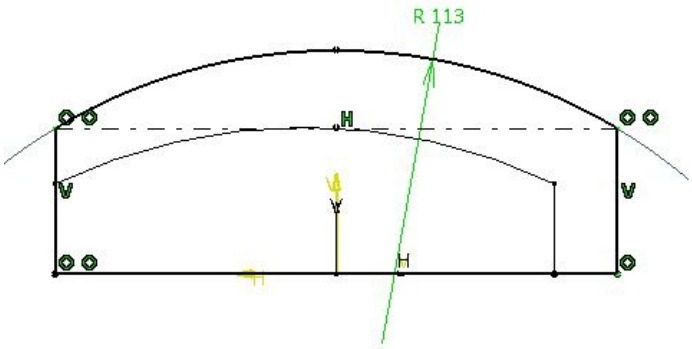
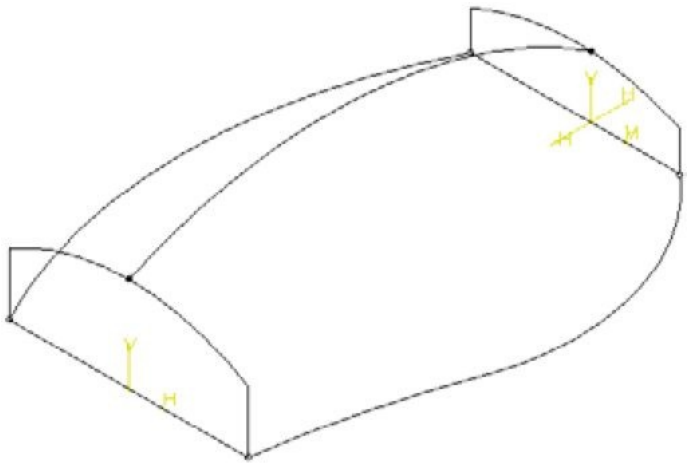

Figure 9-84 *Sketch of the second section*
Figure 9-85 *Model after drawing all sketches*
12. Draw the sketch of the second section, as shown in Figure 9-84, and exit the **Sketcher** workbench. The model after drawing all sketches is shown in Figure 9-85.